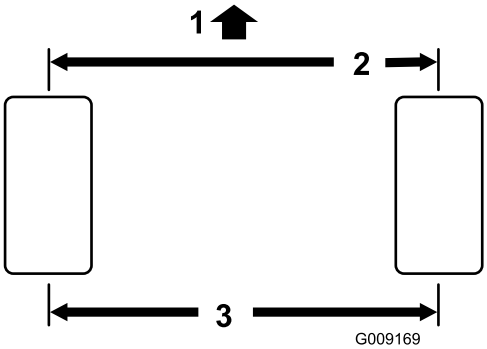

**Figur 55**
2. Mål afstanden fra midte til midte (i akselhøjden) på de styrende dæk, foran og bag akslen (Figur 55). Afstanden skal være indenfor 0 ± 3 mm foran på dækket end bagpå. Drej dækket 90 grader og kontroller afstanden igen.